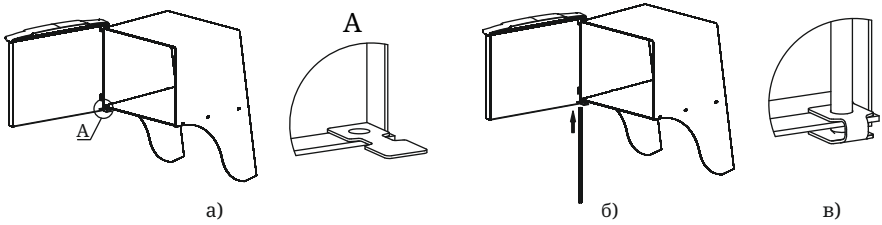

Рисунок 13. Установка дверцы при монтаже печи
2. Установите дверцу на втулки топливного канала, совместив отверстия (рисунок 13.а);
3. Совместите отверстие упора с нижним отверстием каркаса, при этом упор должен располагаться внутри каркаса (рисунок 13.а);
4. Вставьте ось через отверстия снизу вверх (рисунок 13.б),
5. Подогните упор, фиксируя конец оси между площадками упора (рисунок 13.в);